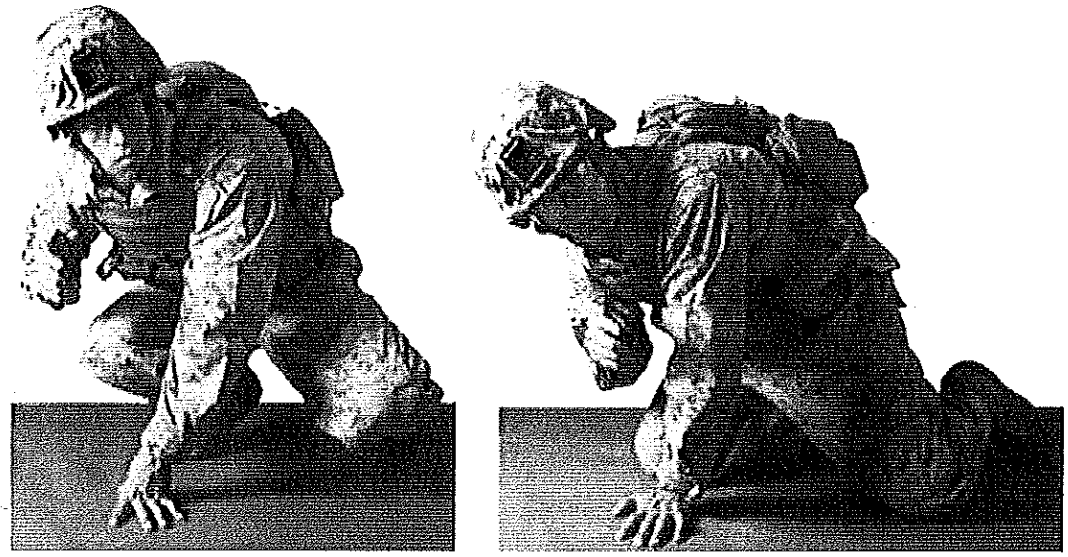

Figure 4-25. Steps One and Two of Side Prone Position.
2. Rotate the knees 45 degrees toward the firing side and drop them to the ground (see fig. 4-25). Grip the pistol in the firing hand, placing the pistol in a position that facilitates control of the weapon. Ensure the pistol is pointed in a safe direction and does not cover any portion of the body.